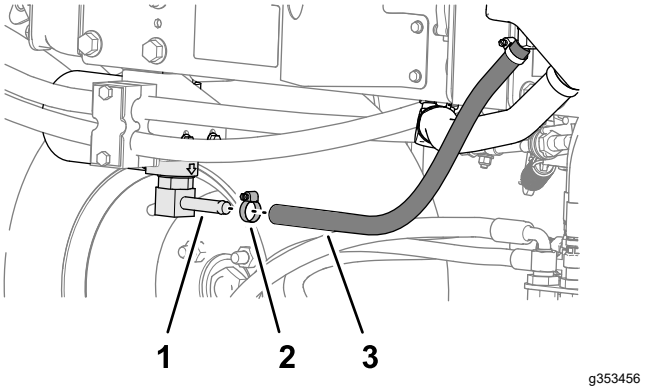
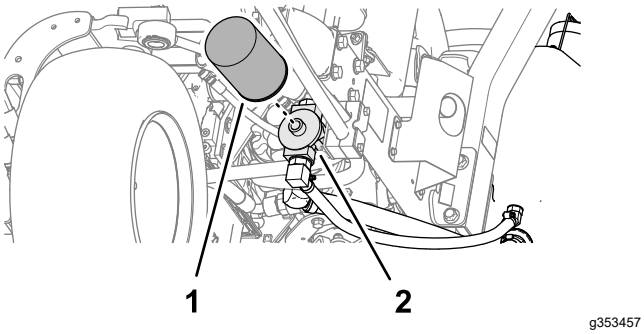

Figuur 85
Figuur 86
2. Maak de hydraulische slang (Figuur 85) los of verwijder het hydraulische filter (Figuur 86) en laat de hydraulische vloeistof in een opvangbak lopen.